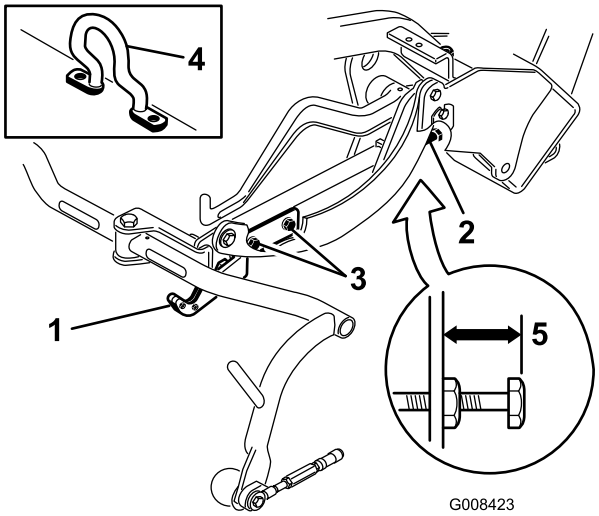
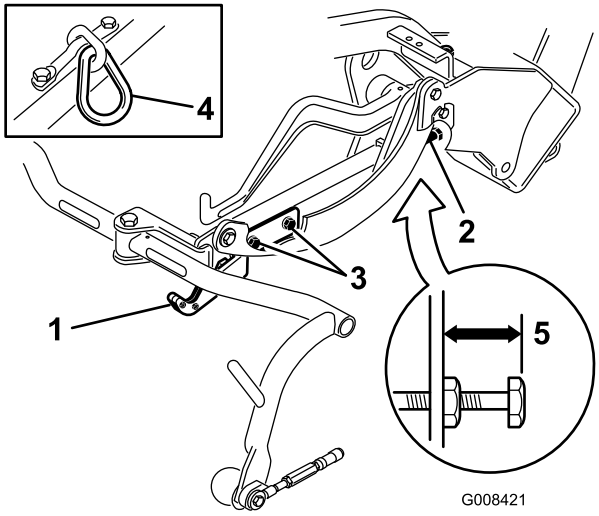
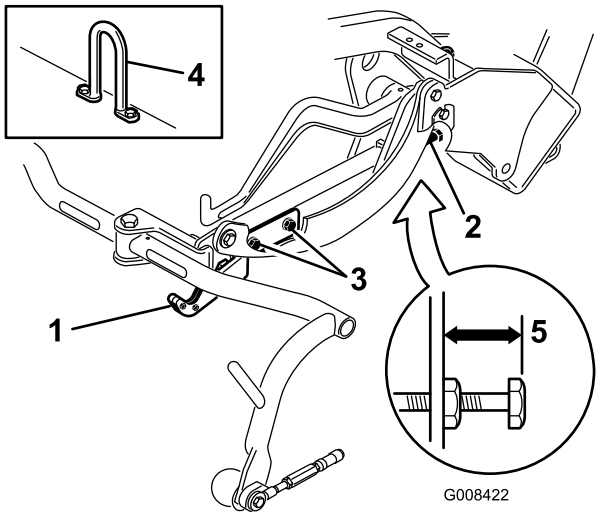

**Figur 12**
**Figur 13**
**Figur 14**
Kontrollera transporthöjden (Figur 13 och Figur 14) och justera den vid behov.
2. På klippenheter som är utrustade med böjd lyftkrok (Figur 12, infällning) ska du kontrollera att avståndet från ovansidan av bärramsjusteringsskruven till baksidan av bärramen är 25 mm. Gå vidare till steg 4 om avståndet inte är 25 mm.
3. På klippenheter som är utrustade med kedjelänk eller rak lyftkrok (Figur 13 och Figur 14, infällningar) ska du kontrollera att avståndet från ovansidan av bärramsjusteringsskruven till baksidan av bärramen är 22 mm. Gå vidare till steg 4 om avståndet inte är 22 mm. Gå vidare till nästa steg om klippenheten är utrustad med böjd lyftlänk (Figur 12).
4. Lossa på den främre transportplattans monteringsskruvar (Figur 13, Figur 14 och Figur 12).
7. Lossa på kontramuttern på bärramsjusteringsskruven om bärramarna inte befinner sig på samma höjd (Figur 12, Figur 13 och Figur 14). Rotera skruven utåt för att höja, och inåt för att sänka. Dra åt kontramuttern när rätt höjd har uppnåtts.